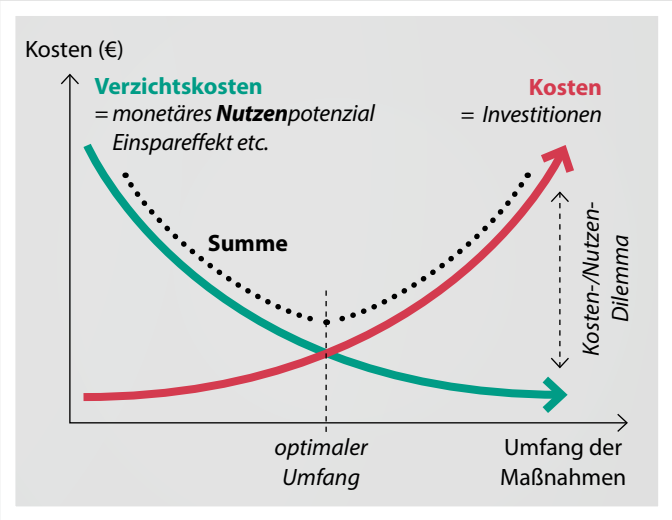

ABB. 02 Das Kosten-/Nutzen-Dilemma bei unausgewogenem Investitionsumfang.
1. Over-Engineering: Bei IT-Investitionen droht ein Over-Engineering, wenn zu viele Investitionsmaßnahmen (zum Beispiel Nice-to-haves) die Kosten treiben, sich aber kaum noch weitere Vorteile bzw. Nutzeneffekte einstellen. Es kann zu einem Kosten-/Nutzen-Dilemma kommen (ABB. 02).